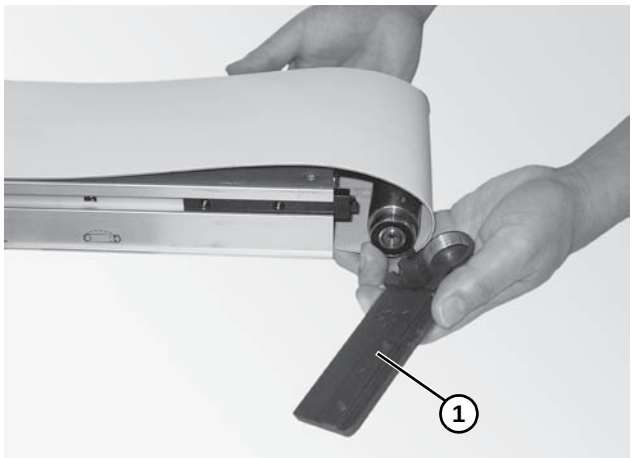

Figure 47
2. Remove the head plate **(Figure 47, item 1)** from the conveyor frame.